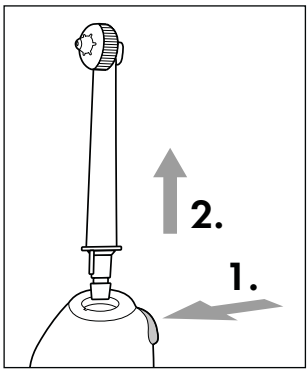

Fig. 3
- To remove the nozzle attachment ❷, press the release button ⓪ on the hand unit ❹ and then pull the nozzle attachment ❷ out of the hand unit ❹ (see Fig. 3).